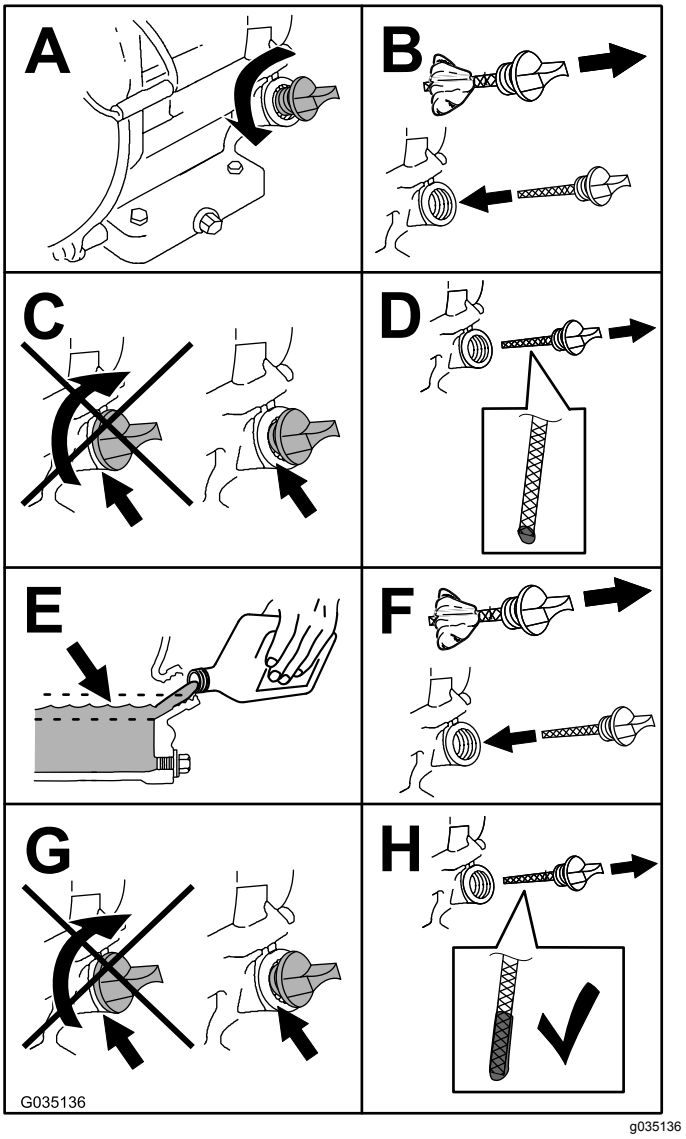

Figura 44
5. Compruebe el nivel de aceite como se muestra en Figura 44.
6. Retire la varilla (Figura 44) y vierta aceite lentamente en el orificio de llenado hasta que el nivel de aceite llegue a la marca de límite superior (borde inferior del orificio de llenado de aceite) de la varilla.